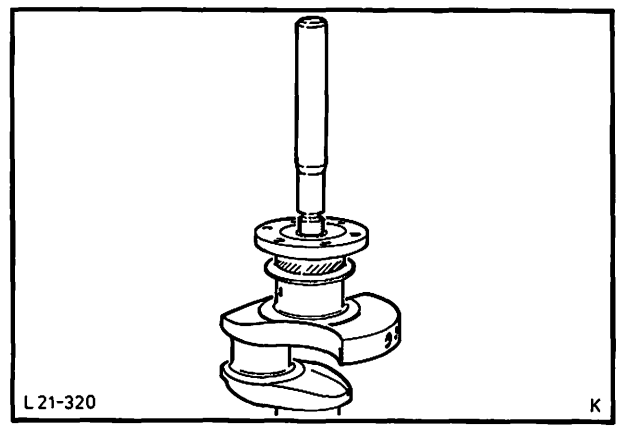

Abb. 57 Nadellager – Kurbelwelle einpressen
28. Nadellager (Dichtring nach außen zeigend) mit Spezialwerkzeug 21-067 in die Kurbelwelle einpressen, Abb. 57.